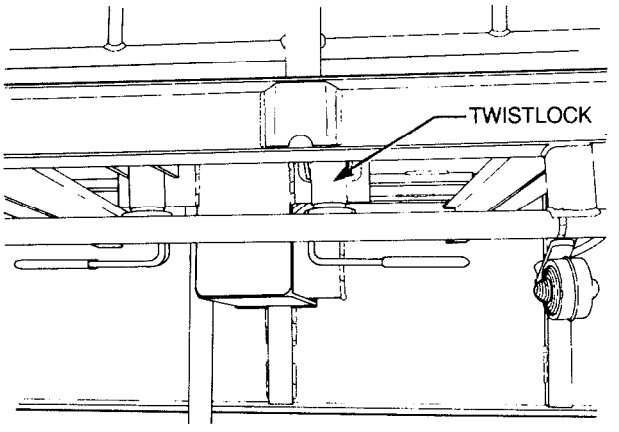

Figure 29 — Twistlocks
55. Six twistlocks are mounted on each side of the trailer to allow for the securing of an ISO container to the trailer decking (see Fig. 29).